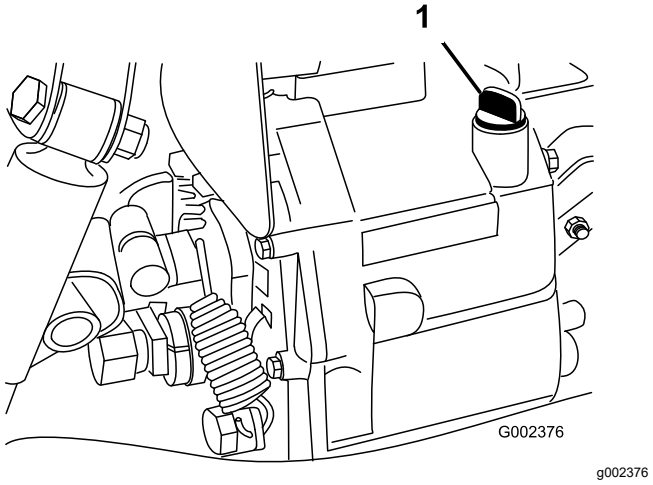

Figuur 69
5. Reinig het gebied rond de peilstok (Figuur 69).